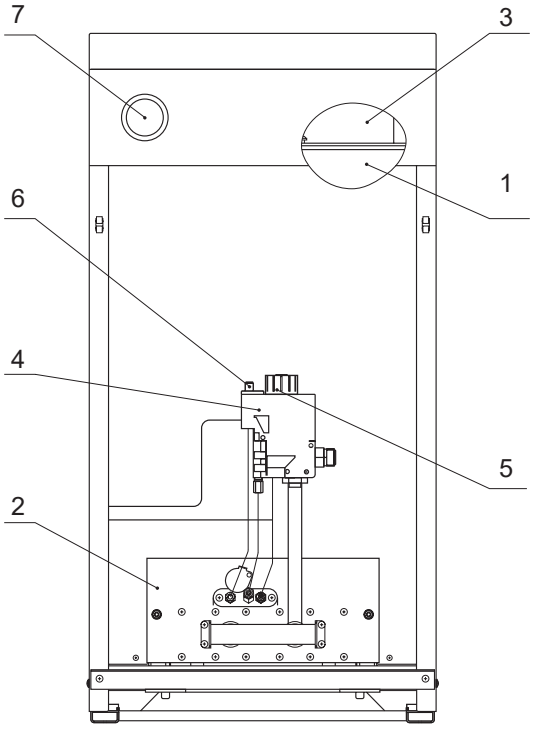

Рис. 2. Особенности котла с газовым блоком TGV307
4.2 Котел представляет собой сборную конструкцию, закрытую декоративными тонколистовыми панелями с теплоизоляцией, внутри которой располагаются (см. рис. 2, 3):
- дымосборник с датчиком тяги (3);
- корпус котла, состоящий из топки и теплообменника (1);
- газогорелочное устройство с газовым блоком (ГГУ) (2).